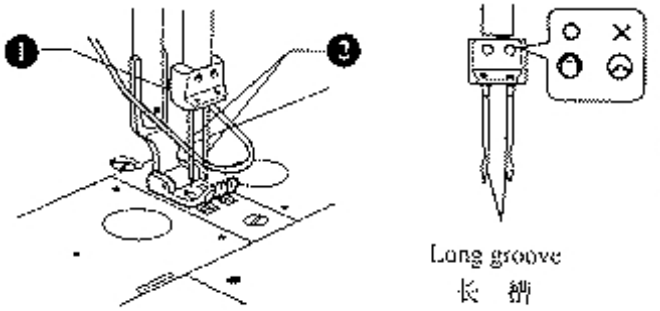

рис.19
10. **Установка иглы. (Рис.19)**